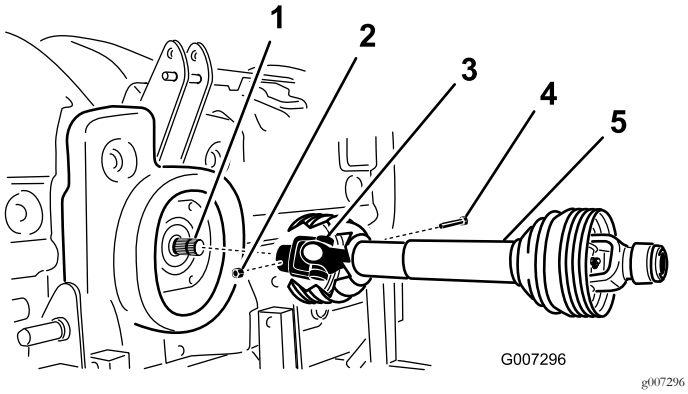

**Figur 11**
2. Slut kraftudtagsakslen til gearkassens indgangsaksel med en bolt på 1/2 x 3,00 tomme og en møtrik på 1/2 tomme (Figur 11).